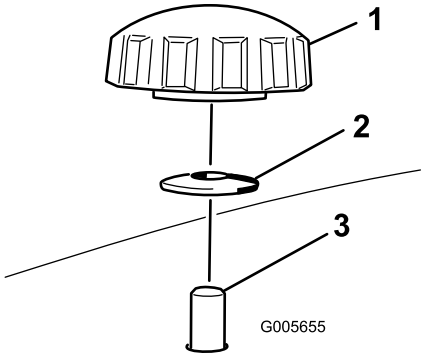
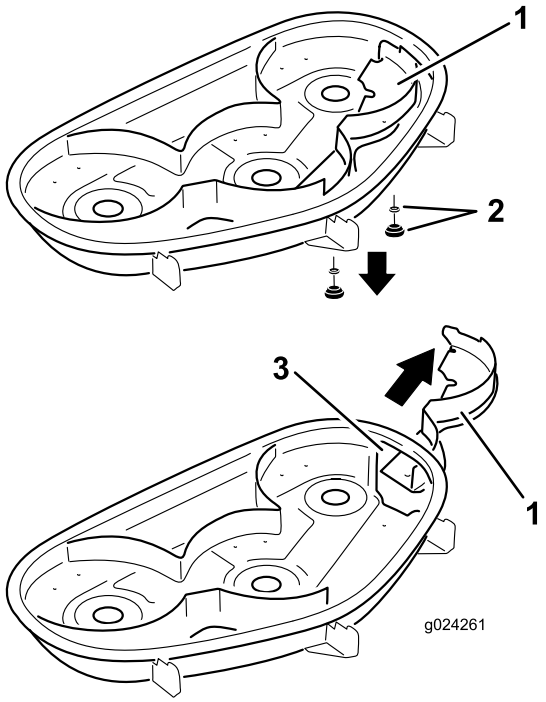

Figur 28
Figur 29
4. Ta bort de två vreden och de böjda brickorna som fäster den högra skärmen på klipparen (Figur 28).
5. Ta bort höger skärm och sänk ned gräsriktaren över utkastaröppningen, så som det visas i Figur 28 och Figur 29.
5. För höger skärm under klippardäcket och fäst den med två vred och böjda brickor (böjda sidan mot klipparen) i enlighet med Figur 28 och Figur 29.